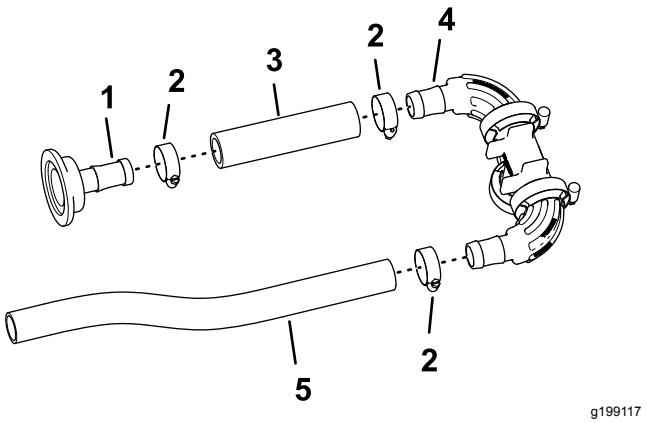

Rysunek 90
1. Zamocuj wąż (1 x 5¾ cala) do złącza prostego węża z występem (1 x 2 cale) używając zacisku węża (¾ do 1½ cala), zacisk dokręć palcami (Rysunek 90).
2. Zamocuj drugi koniec węża (1 x 5¾ cala) do złącza z występem na rozdzielaczu, używając zacisku węża w sposób pokazany na Rysunek 90, zacisk węża dokręć palcami.
3. Zamocuj wąż (1 x 16 cali) do drugiego złącza z występem na rozdzielaczu, używając zacisku węża, zacisk węża dokręć palcami (Rysunek 90).